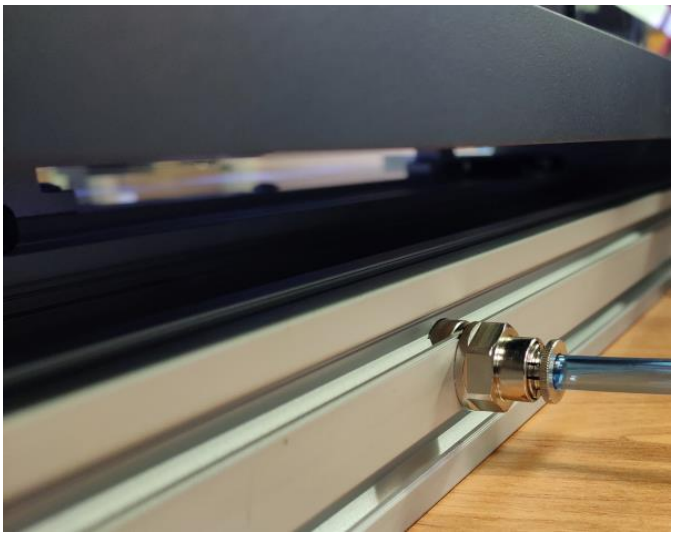

Рисунок 1.4 – Трафаретный принтер Феба, вид сзади
2.2.4 Произвести подключение компрессора к изделию с помощью пневмошланга вставляемого в цанговый зажим, Рисунок 1.4.